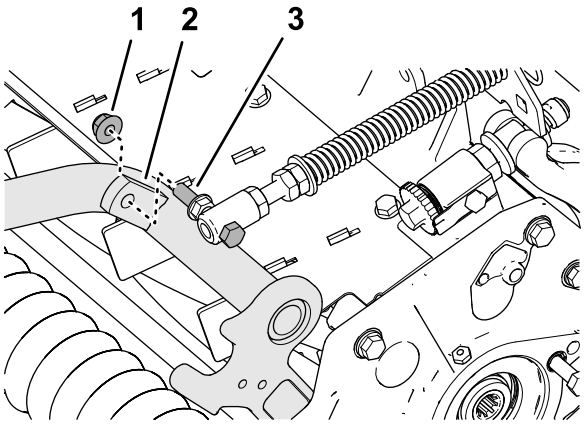

Figure 10
4. Assemble the capscrew of the turf compensation spring to the right tab of the carrier frame (Figure 10) with the flange locknut (3/8 inch).